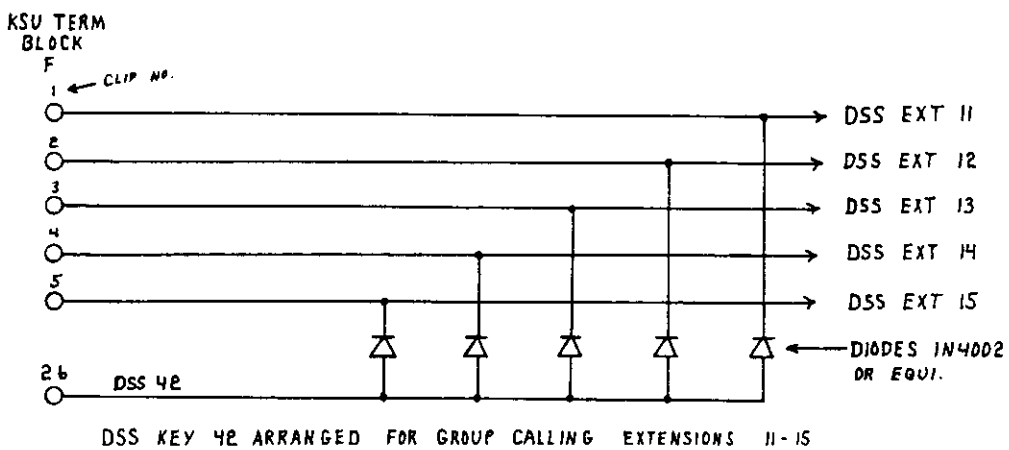

Figure 5 DSS Group Calling
c. To call a group of extensions with a single DSS Station Key, the extension DSS leads must be connected through DIODES to the DSS Station Key as shown in Figure 5. A maximum of five (5) extensions can be connected in one group.